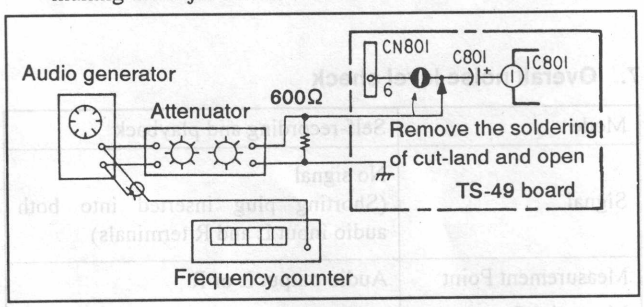

Fig. 8-54.
Signal	• Frequency 62.94 ± 0.1 kHz (sine wave) • Level at Pin ① of IC801 0.42 Vp-p (148.5 mVrms) • Connection See Fig. 8-54.
Signal	• Frequency 78.67 ± 0.1 kHz • Level at Pin ① of IC801 0.42 Vp-p (148.5 mVrms) • Connection See Fig. 8-54.